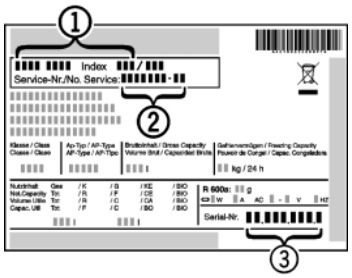

Fig. 14
- ▶ Relever la désignation de l'appareil *Fig. 14 (1)*, le n° de service *Fig. 14 (2)* et le n° de série *Fig. 14 (3)* sur la plaquette signalétique. Cette plaquette se trouve sur la paroi intérieure gauche de l'appareil.
- ▶ Informer le S.A.V. et lui communiquer la panne, la désignation de l'appareil *Fig. 14 (1)*, le n° de service *Fig. 14 (2)* et le n° de série *Fig. 14 (3)*.